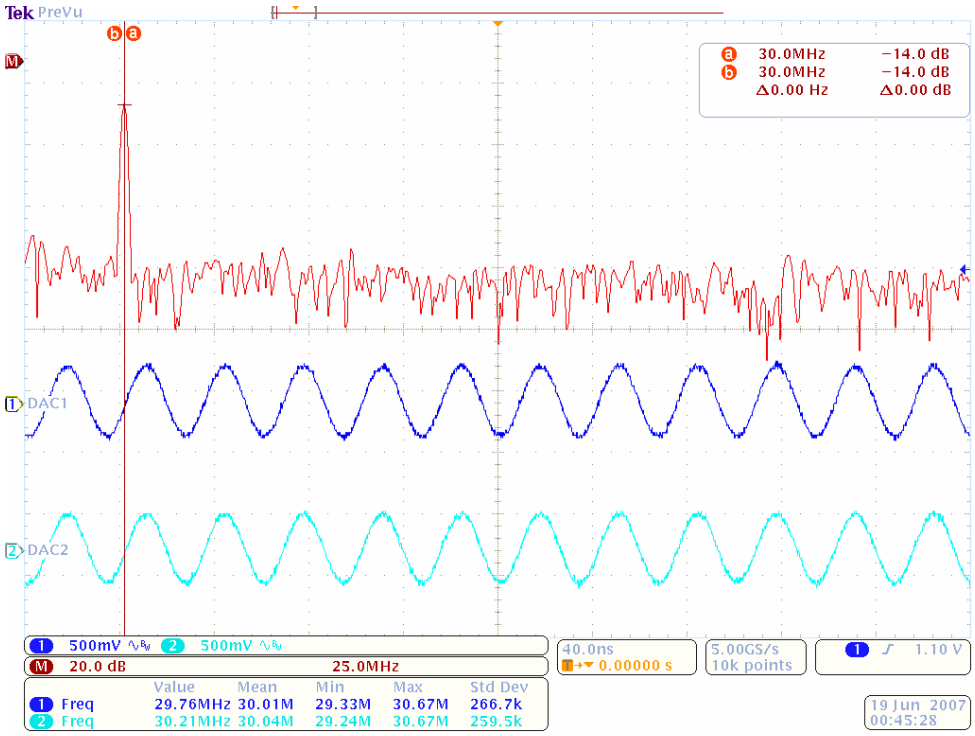

*Figure 23:* **Output on Both DACs Showing a Clock of 2 x 30 = 60 MHz, Which Corresponds to DIME_CLK_A set to 60 MHz**
**Output on the DACs**: The output on DAC1 and DAC2 as shown in Figure 23 runs at half the frequency of `DIME CLK_A`. The output signals on both DACs are again exactly the same and the spectrum of these signals shows that a signal with a frequency of 30 MHz is present. This corresponds to `DIME CLK_A` set to 2 x 30 = 60 MHz which is used to drive both counters. When the frequency of `DIME CLK_A` is changed using the FUSE software, the peak in the spectrum of the output signals shifts to half the frequency of the clock. This can be seen when looking at the images found in the Results folder of this example in the reference design files.